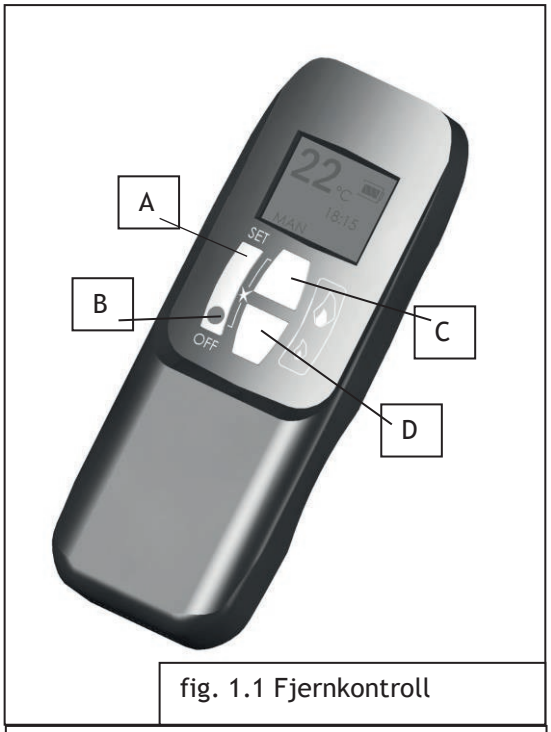

fig. 1.1 Fjernkontroll
Innen 20 sekunder trykk på D knappen (fig. 1.1) til du hører et langt signal som bekrefter at senderkode er satt.
Trykk på AV-knappen (knapp B fig. 1.1) på fjernkontrollen. Dette vil slukke alle brennere inkludert pilotflammen.
Merk: - Hvis du gjentatte ganger trykker på den lille flamme knappen(knapp D fig. 1.1) vil brennerne skrus av men pilotflammen vil være tent.
For å øke flammen, trykk på den store flamme knappen (knapp C fig 1.1.).
For å redusere flammen, trykk på den lille flammen knappen (knapp D fig 1.1.).
Trykk samtidig på OFF og LITEN FLAMME (knapper B og D fig. 1.1) inntil displayet skifter fra Fahrenheit/12 timers klokke til Celsius/24 timers klokke og vice versa.
B. Samtidig å trykke på STOR FLAMME og LITEN FLAMME (knapper C og D fig. 1.1)
Trykk på STOR FLAMME (knapp C fig. 1.1) for å stille timer.
Trykk på LITEN FLAMME (knapp D fig. 1.1) for å stille minutter.
Trykk OFF (knapp B fig. 1.1) for å gå tilbake til standard driftsmodus eller bare vent og den vil gå tilbake til standard modus etter ca 15 sekunder.